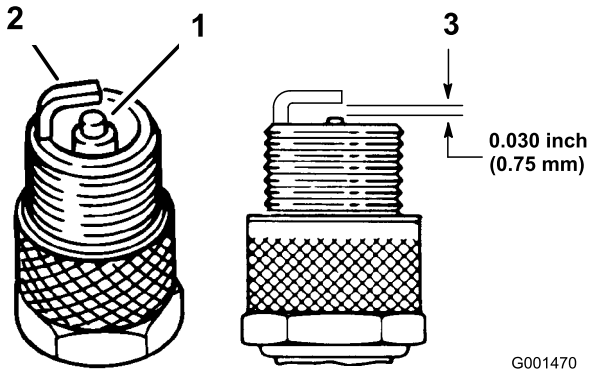

Figur 39
1. Titta i mitten av tändstiftet (Figur 39). Om isolatorn är ljusbrun eller grå fungerar motorn som den ska. En svart beläggning på isolatorn brukar betyda att luftrenaren är smutsig.
3. Kontrollera avståndet mellan mitt- och sidoelektroderna (Figur 39).
**Obs:** Böj sidoelektroden (Figur 39) om avståndet är felaktigt.
3. Anslut tändkabeln till tändstiftet (Figur 39).